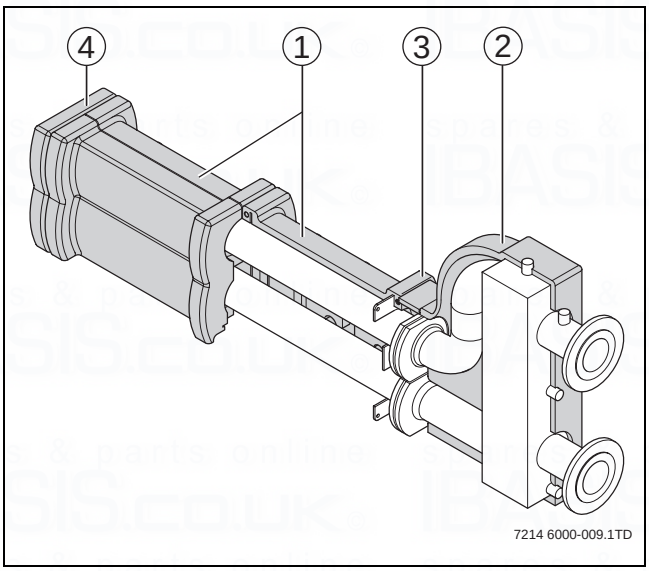

Fig. 9 Sammelleitung
- Install the front insulation of the low loss header. If required, trim the insulation so that it is straight (→ fig. 9, [3]).
- Install the end cover over the header (→ fig. 9, [4]).